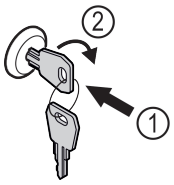

Fig. 58 Reprezentare exemplificatoare
▶ Introduceți cheia prin apăsare *Fig. 58 (1)*.
▶ Rotiți cheia cu 90° în sensul acelor de ceasornic *Fig. 58 (2)*.